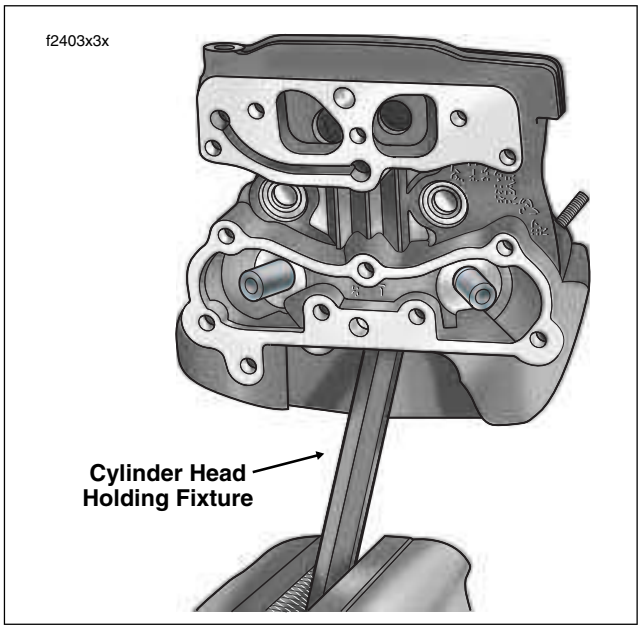

Figure 3-64. Install Cylinder Head Holding Fixture in Vise
b. Clamp tool in vise at a 45 degree angle (or one that offers a comfortable working position). See Figure 3-64.